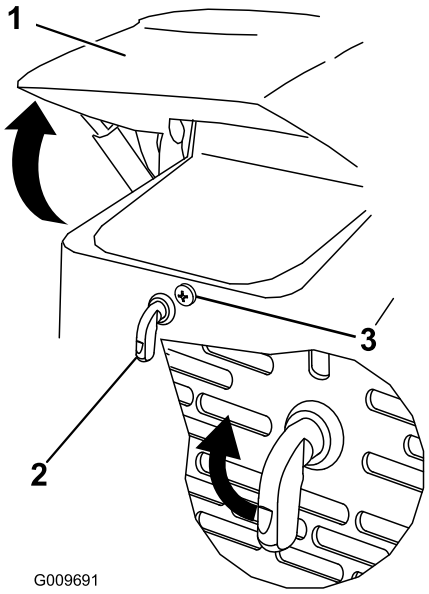

Figur 22
1. Lossa motorhuvens låsskruv (Figur 22)
2. Vrid motorhuvsspärren medurs (Figur 22).
3. Sväng upp motorhuven (Figur 22).
3. Dra åt motorhuvens låsskruv och fäst spärren (Figur 22).